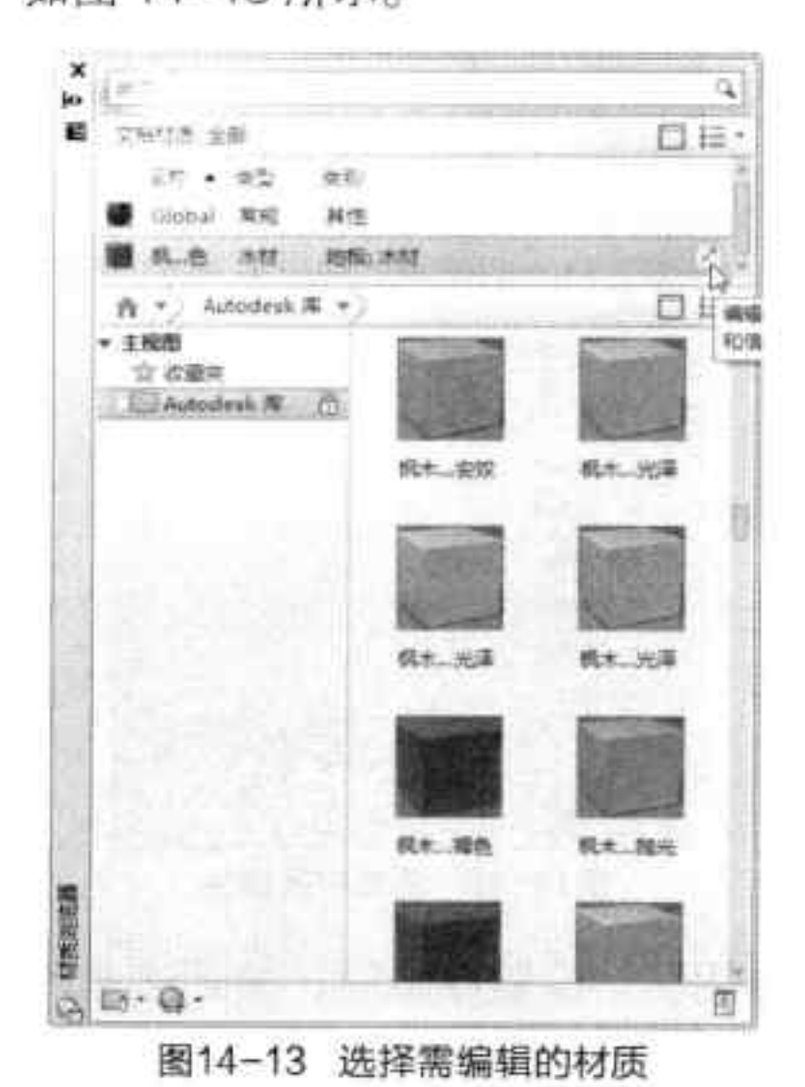

图14-13 选择需编辑的材质
Step 01 单击“材质浏览器”按钮，在打开的选项板中，选中所要修改的材质，单击右侧编辑按钮，如图 14-13 所示。